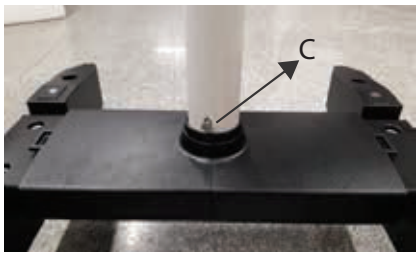

Fig. 14
7.1 a Serrez les trois vis Allen des côtés, comme indiqué en C sur la figure 14.